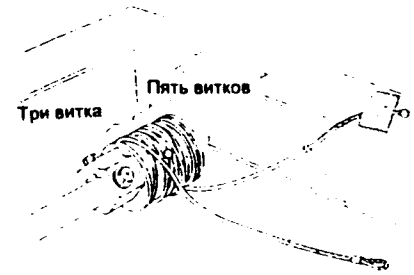

Рис. 6 NZM-0060
③. (Рис. 6): Вставьте средний шарик тросика в отверстие шкива ведущего валика, намотайте тросик на шкив, сделав пять витков впереди и три витка позади среднего шарика. Всего должно быть девять витков, включая один виток у среднего шарика. Перехлест витков на этом шаге процедуры допускается.